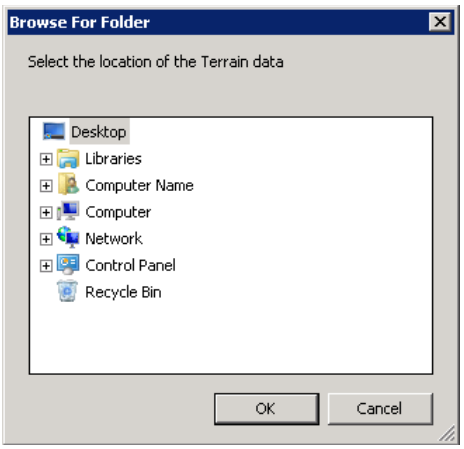

Figure 5-6 Browse for Folder Dialog Box
3. Navigate to a terrain file of the following formats: 3CD, DEM* or Grid Float (Figure 5-6).
b. Navigate to the directory where the weather files are stored (Figure 5-6). AEDT2a supports GEOS, NCAR, and RUC weather data.